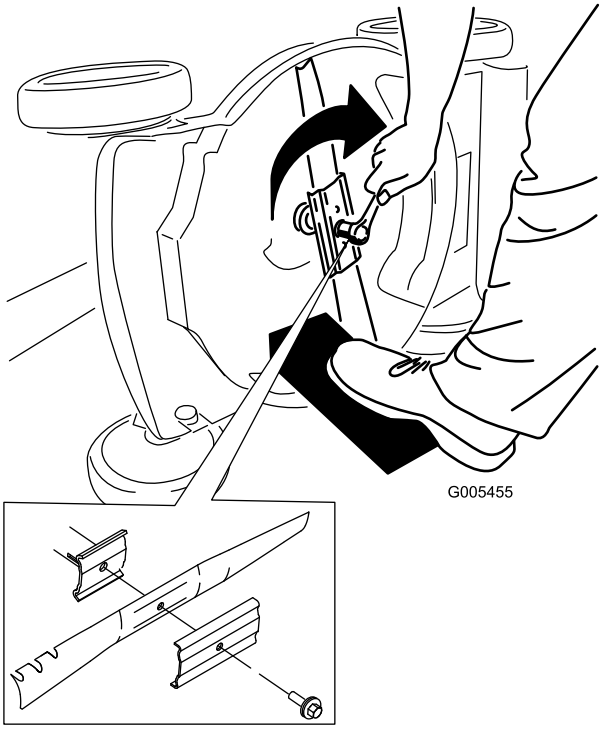

Figuur 28
5. Monteer het nieuwe mes en alle bevestigingselementen (Figuur 28).